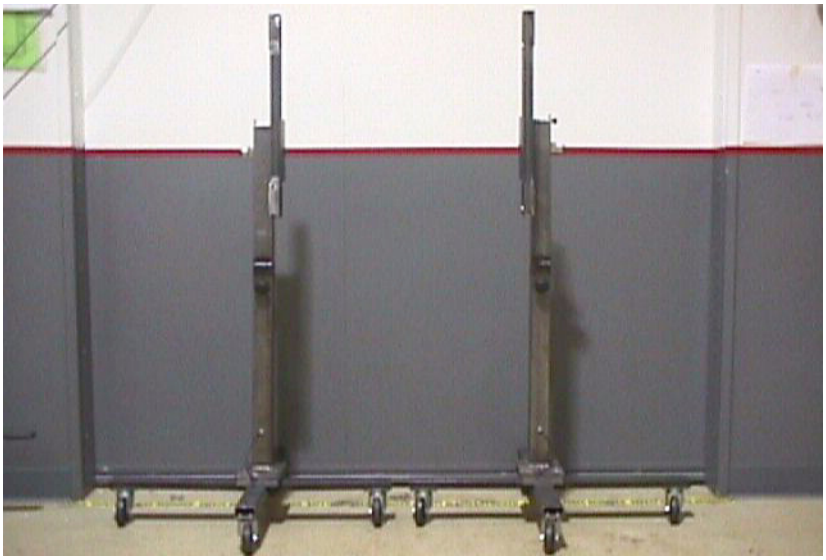

Figure 8-59 Front Cover left and Right Fully Assembled
4.) Assemble second dolly. Both look similar as in Figure 8-59. However the stand portion of the dollies are side specific. The “Right” dolly has the locking pin for cover rotation. The “Left” dolly does not have a cover rotation locking pin.